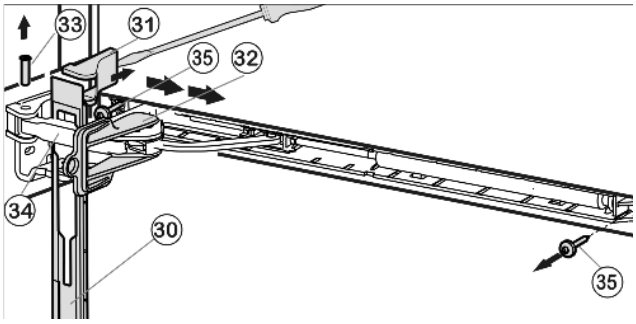

Fig. 12
- ▶ Blende über den Dämpferbügel *Fig. 12 (34)* in Richtung Gerät, nach vorne schieben.
- ▶ Sicherung *Fig. 12 (32)* in Langloch einrasten.
- ▶ Abdeckung *Fig. 12 (31)* mit Schraubendreher von der Außenseite her abheben und nach Außen abnehmen.
- ▶ Bolzen *Fig. 12 (33)* von unten rausdrücken.
- ▶ Dämpferbügel *Fig. 12 (34)* Richtung Tür drücken.
- ▶ Blende *Fig. 12 (30)* abnehmen.
- ▶ Schließdämpfereinheit abschrauben (2 mal Torx 15) *Fig. 12 (35)*.